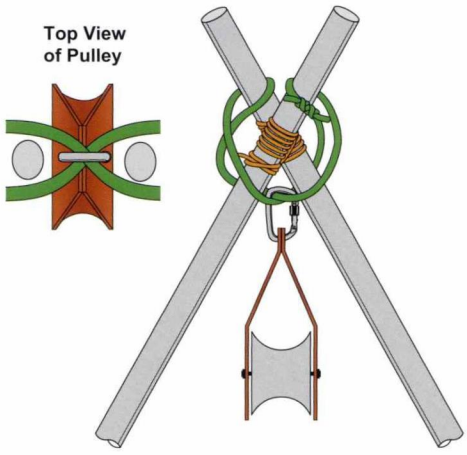

Figure 30-11: Attaching a Double Sling to the A-Frame.
Step 5: Tie a double sling over the top of the A-frame (see Figure 30-11). Be sure to have the sling bearing against the poles and not entirely on the lashing.